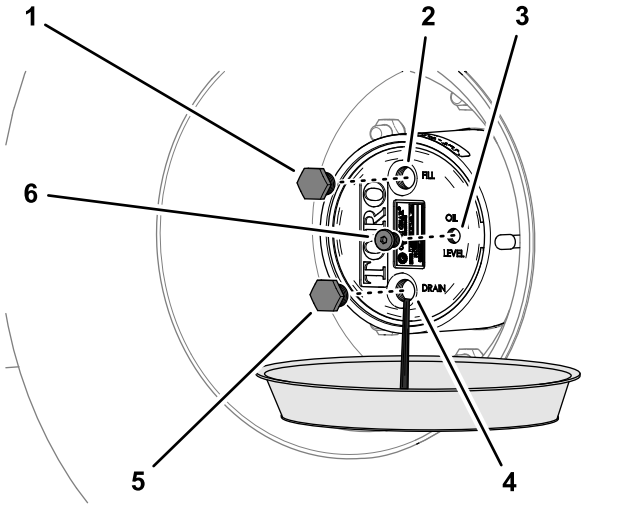

図 94
2. プラネタリギアドライブのハブの下にオイル回収容器を置き、ドレンプラグ、補給プラグ、点検プラグを外してオイルが抜けるのを待つ図 94。